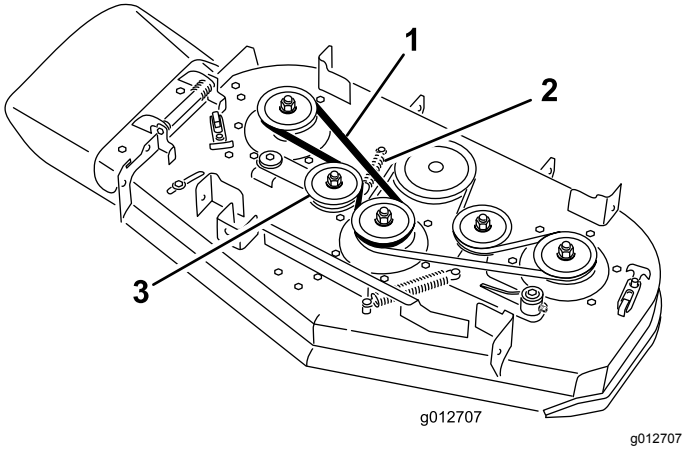

Figur 64
5. Fjern plæneklipperskjoldets højre rem (Figur 64).
7. Monter den tidligere afmonterede eller en ny plæneklipperrem omkring klippeskjoldets højre remskiver og styreremskiven (Figur 64).